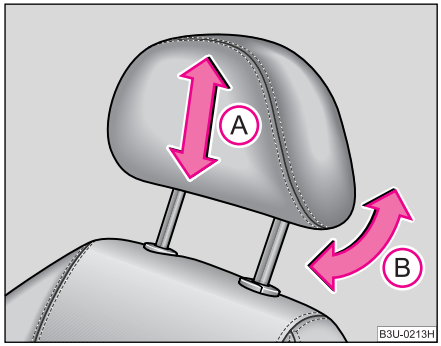

Fig. 47 Reglarea tetierei
– Cuprindeți tetiera cu ambele mâini de părțile laterale şi împingeți în sensul indicat de săgeată (A) în sus sau în jos ⇒ fig. 47. Reglați tetierele astfel încât marginea de sus a tetierei să se afle la aceeaşi înălțime cu partea cea mai de sus a capului dvs. ⇒ pagina 119, fig. 99.
– Tetierele se pot regla prin înclinare în sensul săgeții (B) ⇒ fig. 47, pentru a corespunde poziției capului. Prin reglarea tetierei se măreşte confortul în timpul deplasării.